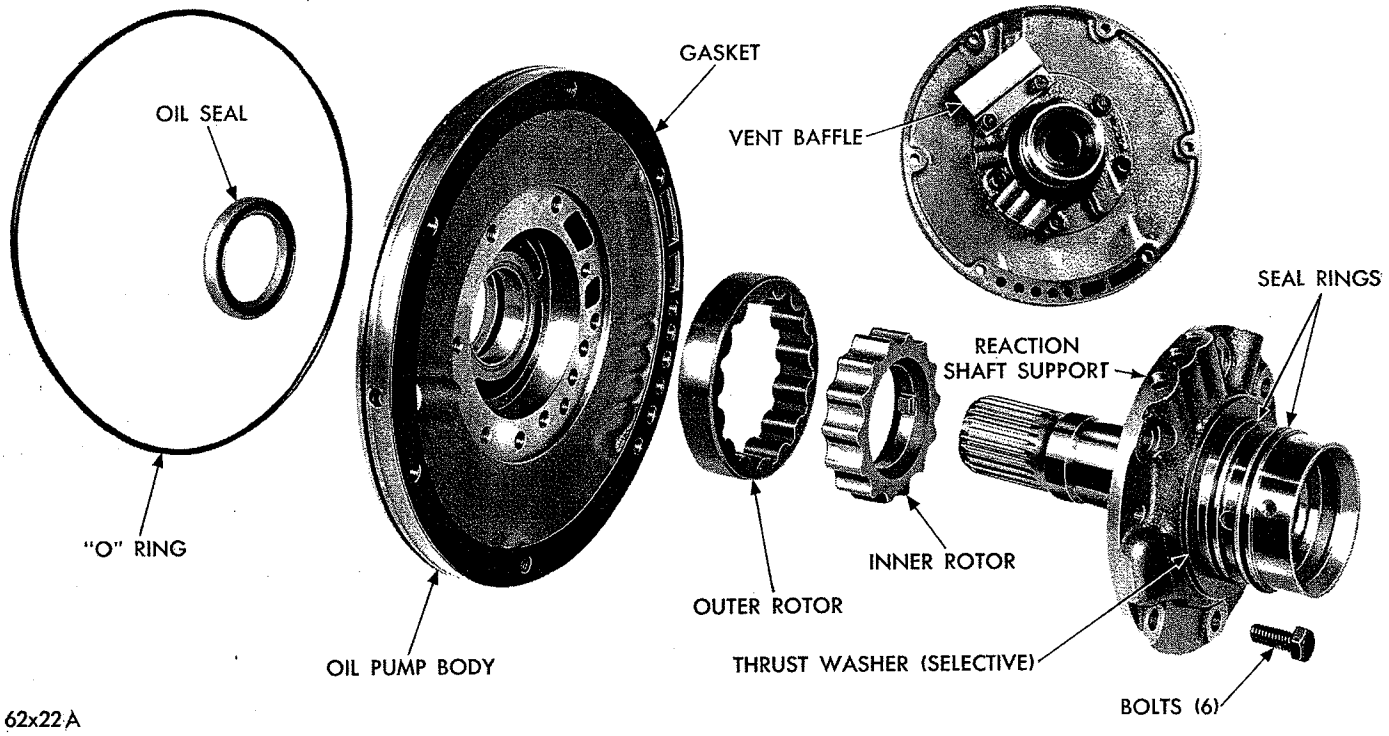

***Fig. 74—Oil Pump and Reaction Shaft Support***
Figure 74 shows the oil pump and reaction shaft support disassembled.
Inspect interlocking seal rings (Fig. 74) on reaction shaft support for wear or broken locks, make sure they turn freely in the grooves. Do not remove rings unless conditions warrant. Inspect machined surfaces on pump body and reaction shaft support for nicks and burrs. Inspect pump body and reaction shaft support bushings for wear or scores. Inspect pump rotors for scoring or pitting. With rotors cleaned and installed in pump body, place a straight edge across face of rotors and pump body. Use a feeler gauge to measure clearance between straight edge and face of rotors. Clearance limits are from .001 to .0025 inch. Also, measure rotor tip clearance between inner and outer teeth. Clearance limits are from .007 to .012 inch.
(1) Assemble pump rotors in the pump housing (Fig. 74).
(2) Install reaction shaft support and position vent baffle over vent opening. Install retaining bolts and tighten to 150 inch-pounds.
(3) Place a new oil seal in opening of pump housing (lip of seal facing inward) using Tool C-3860 drive seal into housing until tool bottoms.